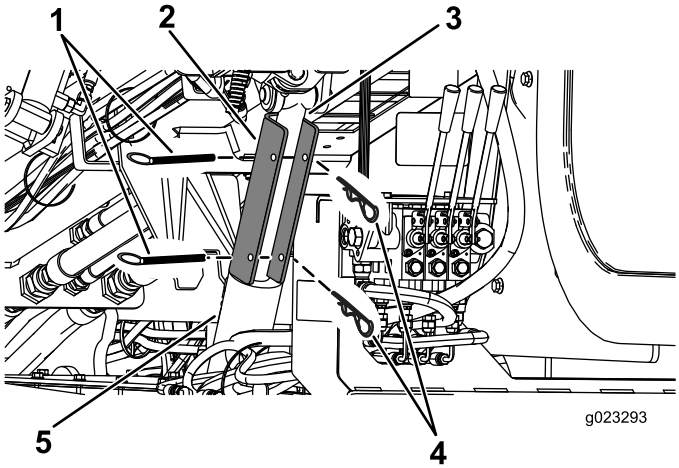

Figure 102
4. Placez le dispositif de blocage de vérin sur la tige du vérin (Figure 102).
5. Fixez le dispositif de blocage du vérin avec la goupille fendue et l'axe de chape (Figure 102).
4. Enlevez la goupille fendue et l'axe de chape qui retiennent le dispositif de blocage de vérin (Figure 102).